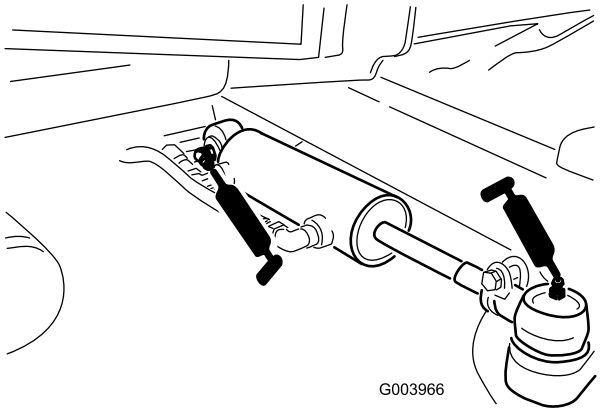

Figur 82
- Styretøjscylinderens kugleled (2) (Figur 82)